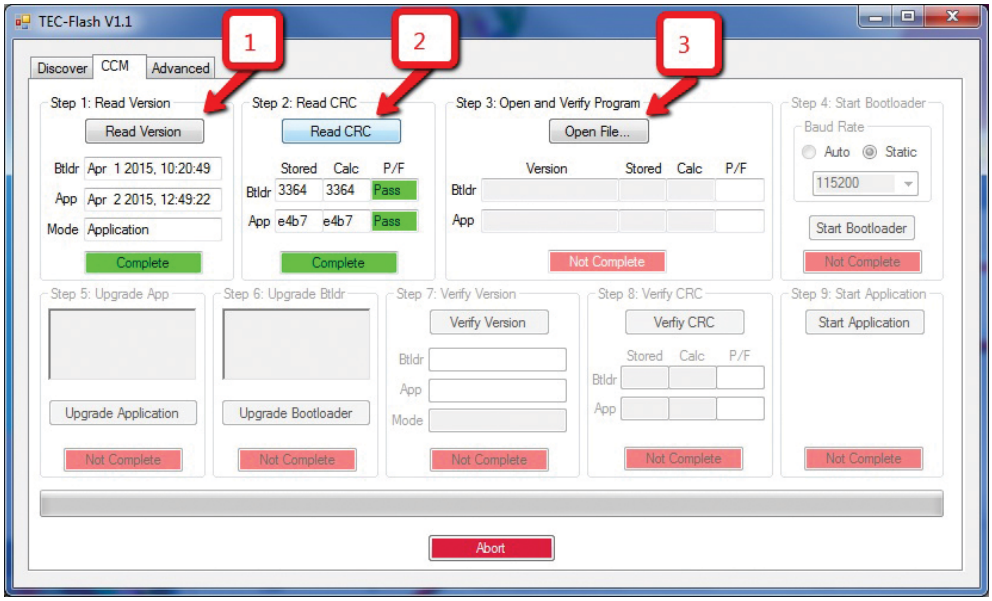

Figure 10 Perform Steps 1 and 2 then click Open File
10. On the CCM tab, click Read Version button on Step 1. Then Click Read CRC on Step 2. Then click Open File on Step 3. See Figure 10.